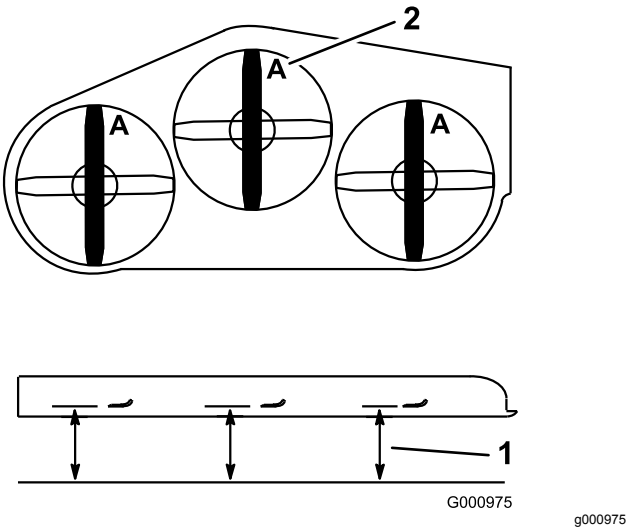

Figuur 76
2. Meet de afstand tussen een horizontaal oppervlak en de snijrand, stand **A**, van de messen (Figuur 76).